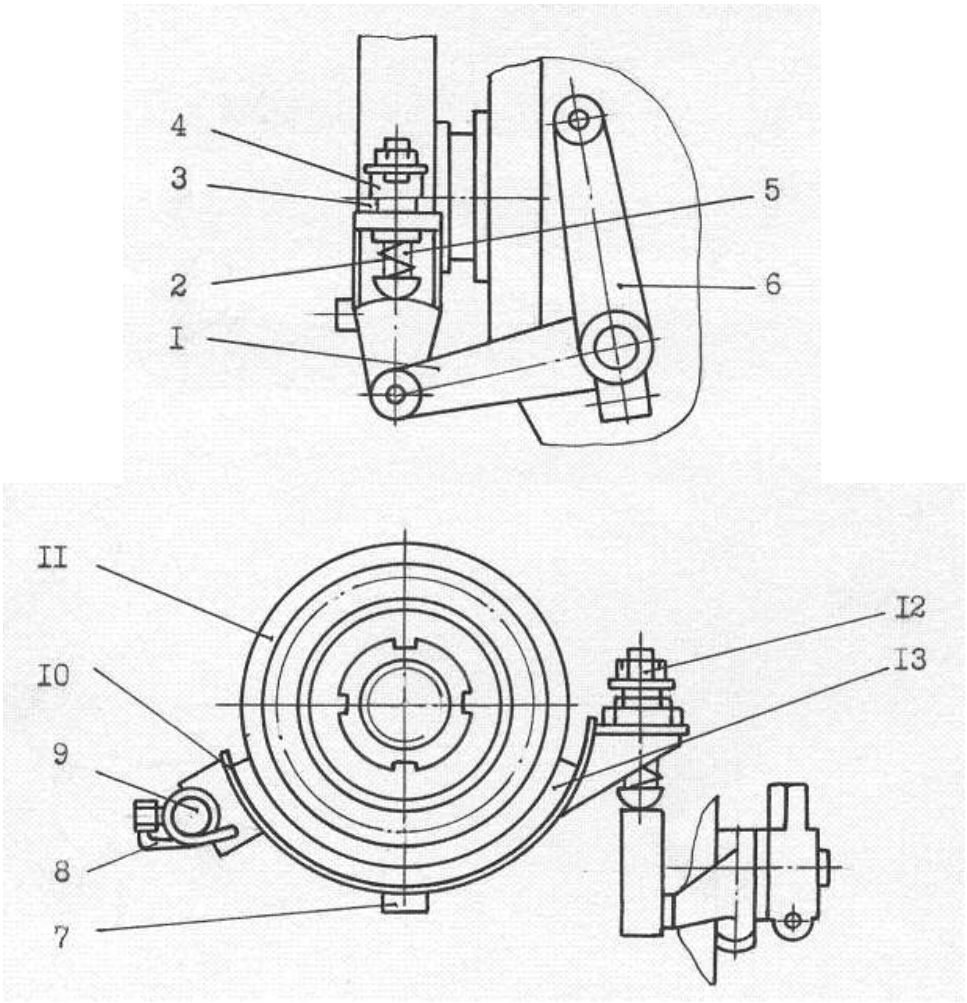

Рисунок 7 Тормозок
- отключить тормозок – вывернуть вверх на несколько оборотов втулку 4 **(рисунок 7)**;
На автогрейдере установлен тормозок **(рисунок 7)**, предназначенный для остановки верхнего карданного вала, а, следовательно, и первичного вала коробки передач на всех передачах. Это необходимо для облегчения переключения передач.
В конструкции тормозка для 250 модели автогрейдера в связи с изменением направления усилия для выключения муфты сцепления тормозная колодка 10 **(рисунок 7)** и кулачок 1 установлены сверху над фланцем 11.